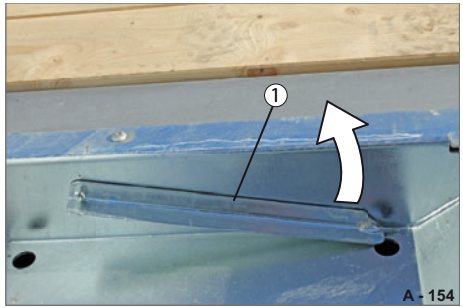

Abb. 72 Deckel sichern
▶ Schwenken Sie den Anschlag (Abb. 72/1) (seitlich im Staufach) auf.